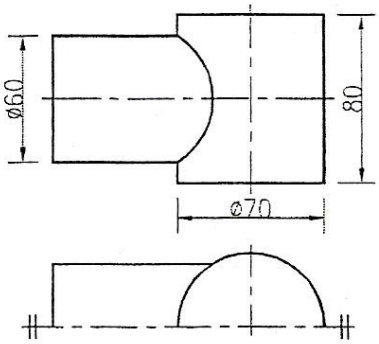

FIG. 1
Sample exercise - Figure 1.
1. Shown in Fig. 1 is the elevation and half plan of a junction between two cylinders of unequal diameters.